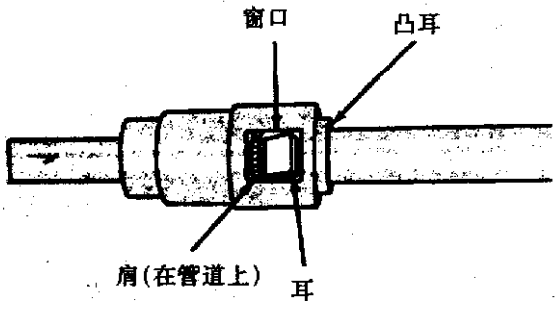

图4－13　燃油过滤器
①将蓄电池负极端断开。
②释放燃油压力。参见本章的“燃油压力释放程序”。
③将限位器凸耳挤到一起，然后从燃油管道螺纹连接处拉出燃油管道/快速连接机构总成。限位器仍保留在燃油管道上。
①用干净的无棉绒布清洗燃油管道螺纹接套和限位器。
②连接机构到燃油管道之前，用干净的30g发动机油给燃油管道螺纹接套上一层油。
③将快速连接机构推过燃油管，直到限位器入座并听到咔嗒声。
④快速连接机构在壳体侧部有窗口。当机构完全连接到燃油管道时，限位器锁止凸耳和燃油管道肩部在窗口上是看得见的。如果看不见，那么限位器没有安装好(图4－13)。不要只依赖于听到咔嗒声而确认其已装好。注意：当使用ASD燃油系统测试时，汽车熄火继电器(ASD)保持通电7min，或直到测试结束，或直到点火开关转到关闭(OFF)位置。
⑤用DRBⅡ车载诊断仪ASD燃油系统测试来给燃油系统供压，检查是否有泄漏。
燃油滤清器安装在油箱的上面，进油和出油管是永久的连接在滤清器上的(图4－14)。